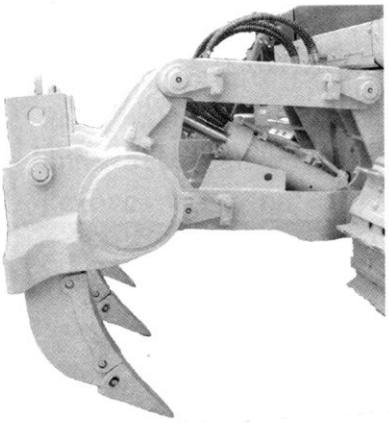

Рис. 4-8.
8) Все сочленения рыхлителя (рис. 4-8~9~10~11~12~13)